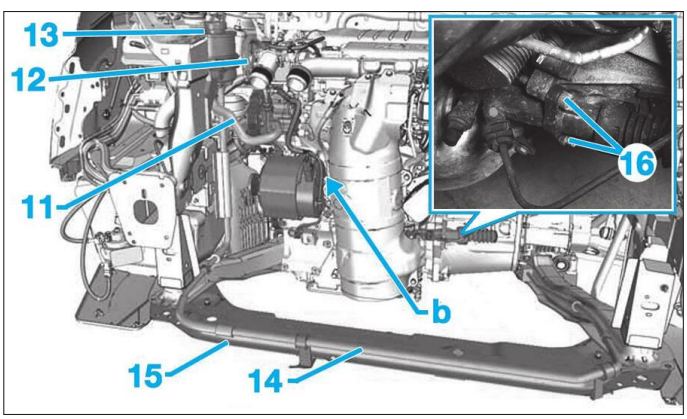

**Fig. 85**
• Mettre en place un pince durit sur la durit (11) **(Fig.85)**.
- la durit haute pression du circuit hydraulique de direction (12),
- la durit (11).
• Sans ouvrir le circuit hydraulique, déposer et écarter le réservoir de liquide de direction assistée (13).
• Ecarter les canalisations (14) fixés sur la traverse inférieure.
- la traverse inférieure (15),
- les fixations du cylindre récepteur d'embrayage (16).
• Sans ouvrir le circuit hydraulique, écarter le cylindre récepteur d'embrayage (16).